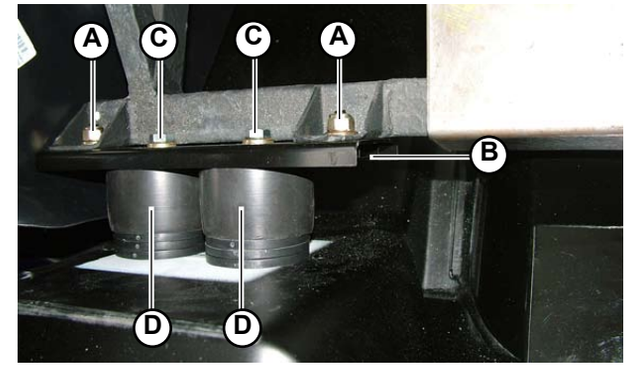

Fig.3
1. Connect the rear bumper to the chassis by acting on the 4 screws (**A-Fig.3**) securing the 2 brackets (**B-Fig.3**).
STOP **Do not touch the screws (C-Fig. 3) which adjust the thickness of the 4 buffers (D-Fig 3) on the rear bumper.**